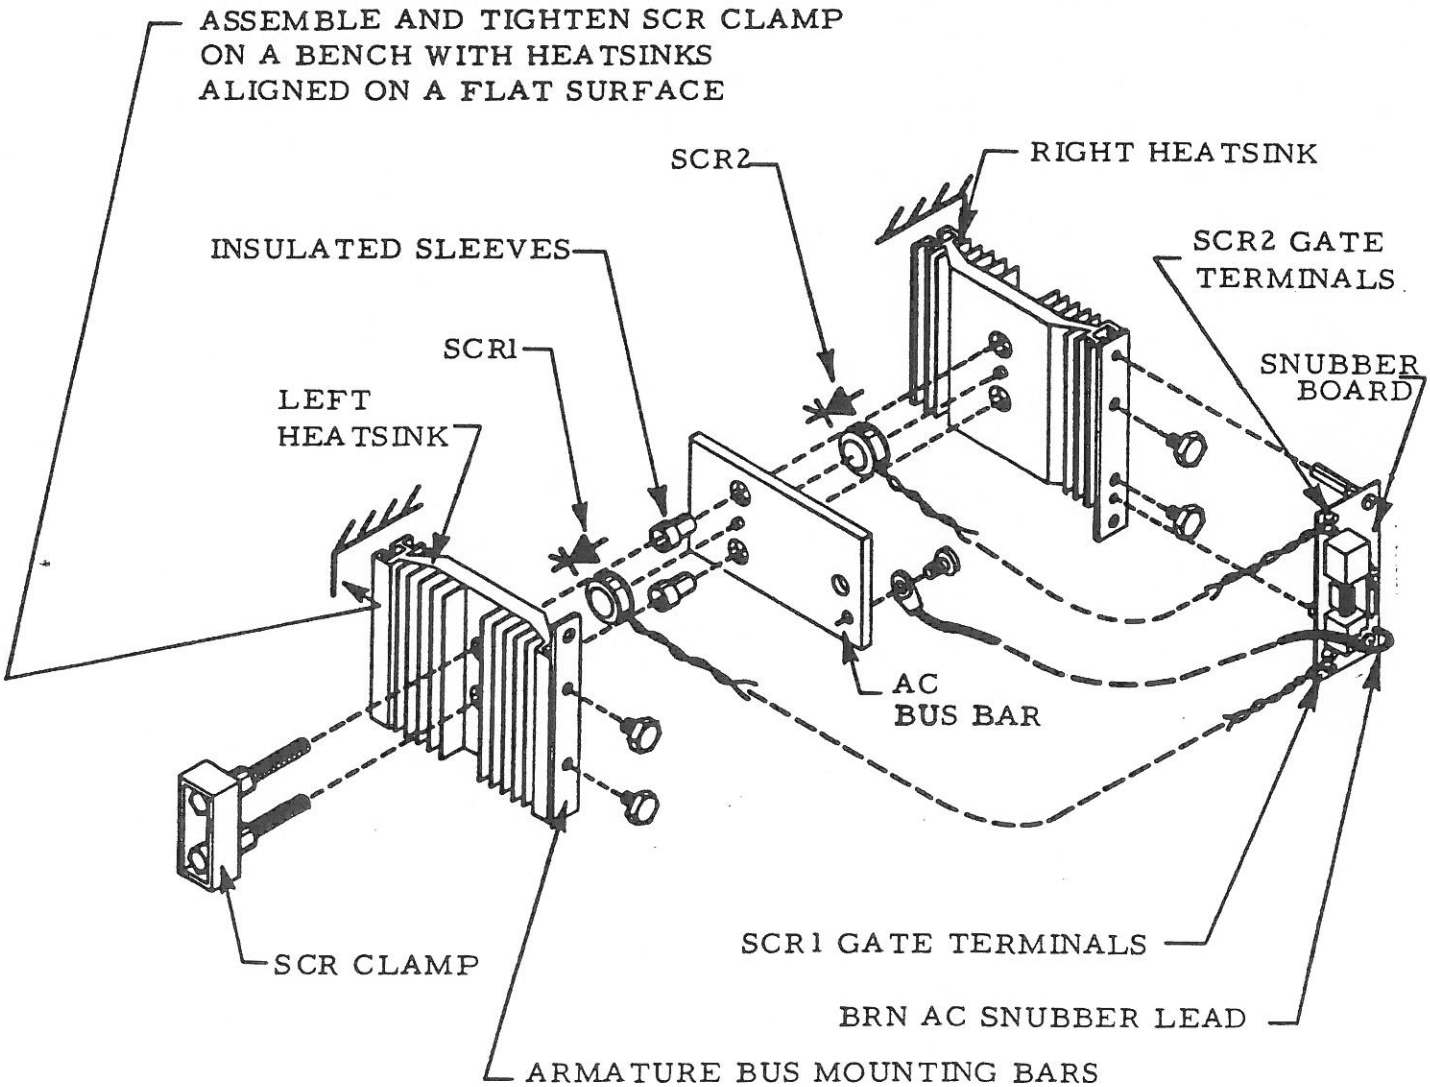

FIGURE 5-7. EXPLODED VIEW, SCR ASSEMBLY SIZES C & D
c) Align right SCR on roll pin on right heatsink and position AC bus-bar on top of the SCR with its roll pin aligned. Similarly, place left SCR on the bus-bar and install left heatsinks on top of it. Refer to Figure 5-7.
d) Install the clamp through the left heatsink, the bus bar (with sleeve spacer) and screw bolts into right heatsink. Tighten bolts finger tight a little at a time to keep thread insertion equal. Stop and refer to Figure 5-7 and be certain that: